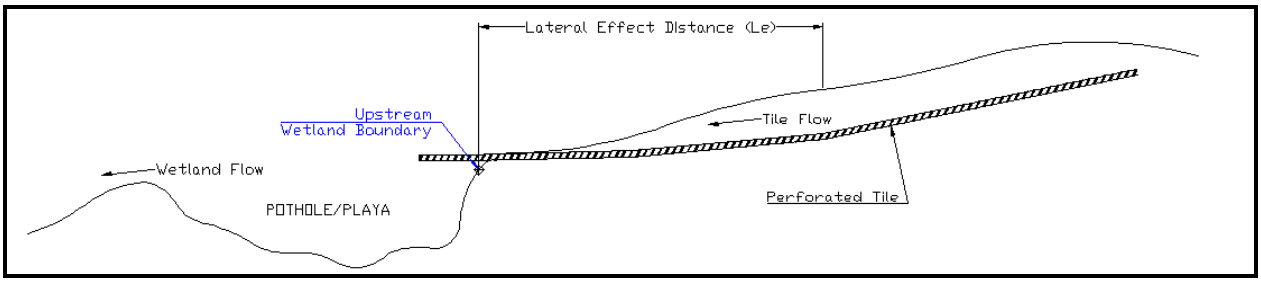

Figure 19 – Perforated tile may outlet into a depressional wetland above the natural wetland boundary.
3. A perforated tile outlet may be used within the wetland but must be at an elevation above the wetland bottom. It is not acceptable to place perforated tile below the wetland bottom within the wetland and the applicable (x1 or x3) lateral effect distance from the wetland. Perforated tile may only be used on the upstream side of the wetland within the applicable (x1 or x3) lateral effect distance when it outlets into the wetland. Examples are shown on Figures 19, 20 and 21.